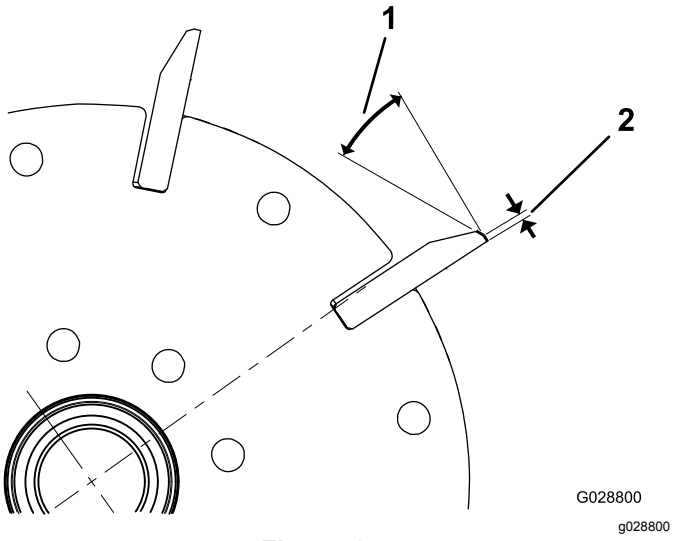

Figuur 25
1. Slijp alle messen onder een hoek van 30 graden tot de platte zijkant 1,3 mm breed is (Figuur 25).